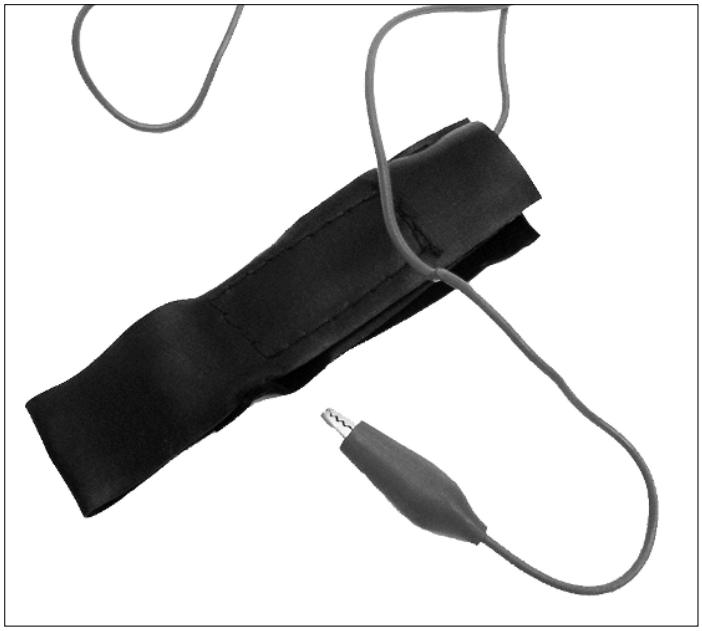

Figure 8-6: An anti-static wrist band helps draw off damage-causing static from your body.
- Wear an anti-static wrist band whenever possible. A wire from the wrist band attaches to any grounded object and helps to draw off static from your body. See Figure 8-6 for a picture of an anti-static wrist band.